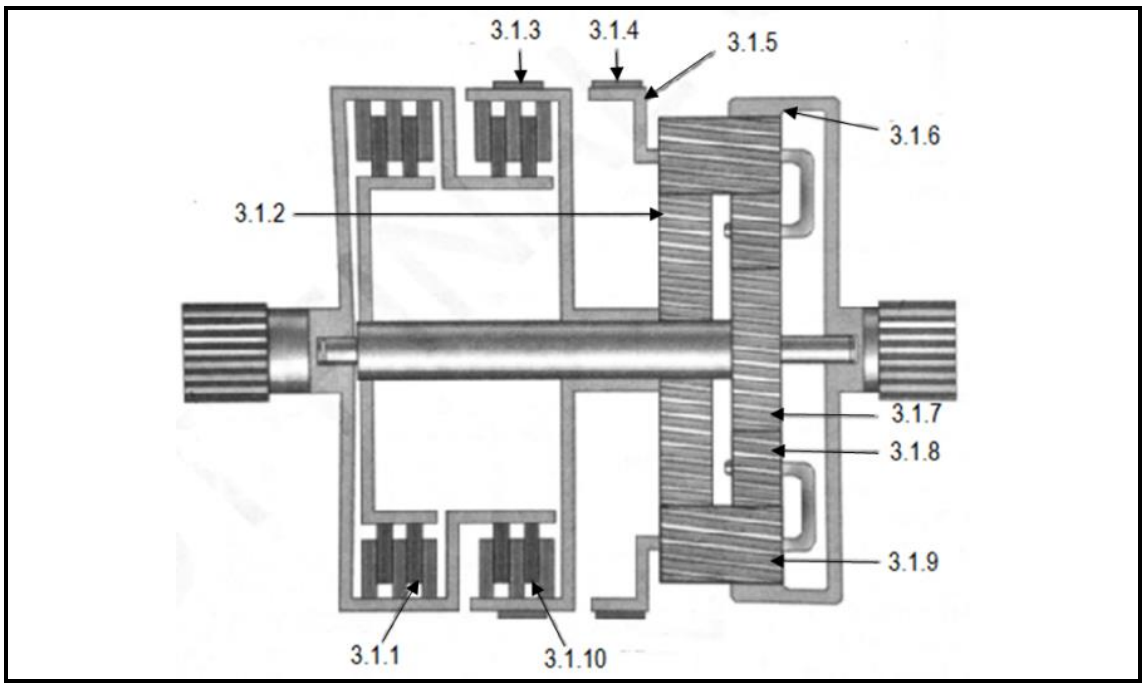

FIGURE 2 (10)
3.1 Name the components of a three-speed automatic gearbox shown in FIGURE 2 below. Write only the answers next to the question number (3.1.1–3.1.10) in the ANSWER BOOK.